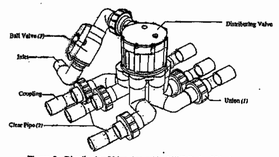

Figure 2: Distributing Valve Assembly (6000 Series Valve)
The OSI Automatic Distributing Valve Assembly combines the distributing valve itself and several other components to give a complete pre-assembled unit that is easy to install, monitor, and maintain. Figure 2 shows a complete assembly. Because distributing valves with several outlets can be difficult to line up and glue together in the field, the discharge lines in the assemblies are glued in place at OSI. The unions (1) allow removal and maintenance of the valve. The clear PVC pipe sections (2) give a visual check of which discharge line is being pressurized. The inlet ball valve (3) allows a quick, simple method for monitoring valve cycling or to stop the flow of effluent in case the pump is activated unexpectedly during maintenance or inspection. Check valves may be necessary on the discharge lines. Use of check valves is discussed in the valve positioning section.